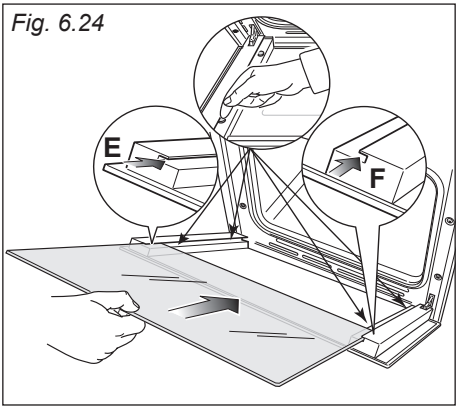
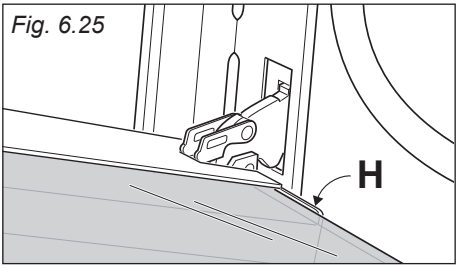

Fig. 6.24
Fig. 6.25
IMPORTANT: It is advisable, while refitting the glass, to keep pressed in position the four rubber pads "**D**", by a finger, to avoid breakage or slippage of the rubber pads themselves (fig. 6.24).
- Insert the pane in the left "**E**" and right "**F**" slide guides (fig. 6.24), and gently slide it to the retainers "**H**" (fig. 6.25).